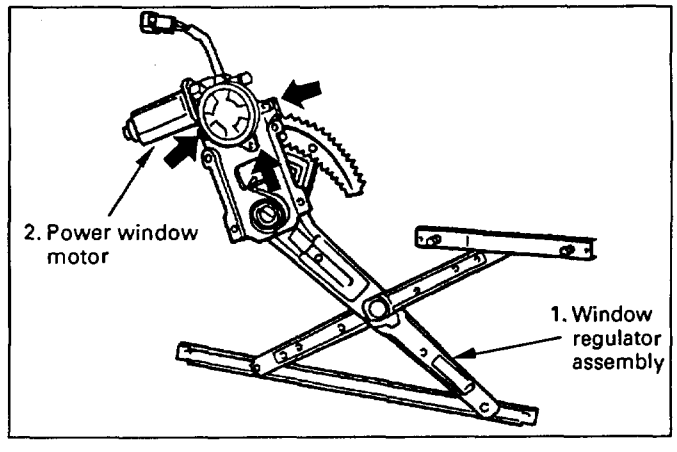

Fig. 8-216
2. **Power window motor (Fig. 8-216)**